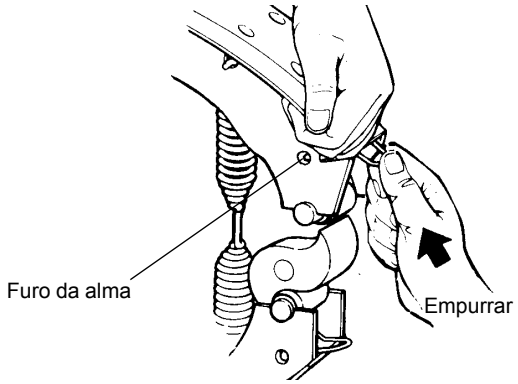

FIGURA 8-49
4. Empurre o retentor para dentro da sapata do freio até suas orelhas travarem nos furos nas almas da sapata (consulte a Figura 8-49).